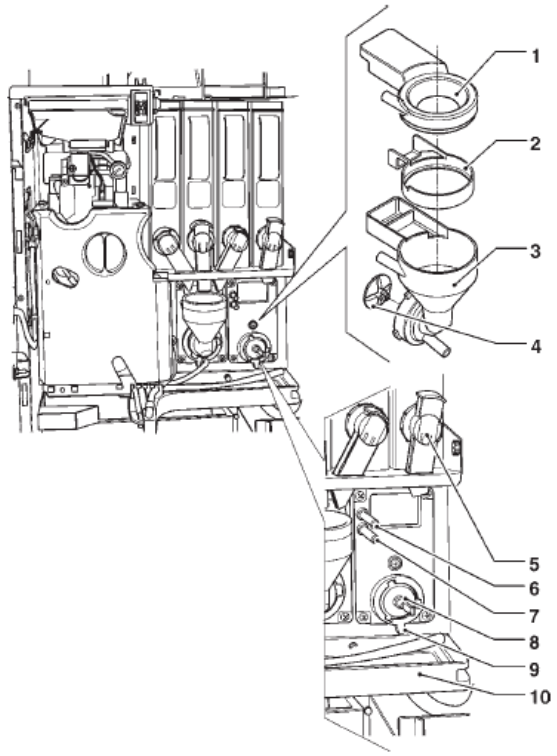

Рис. 33
- Вынуть (см. рис. 33) из миксеров воронки подачи порошка, конвейеры подачи воды, воронки хранения порошка и крыльчатки двигателя миксеров;